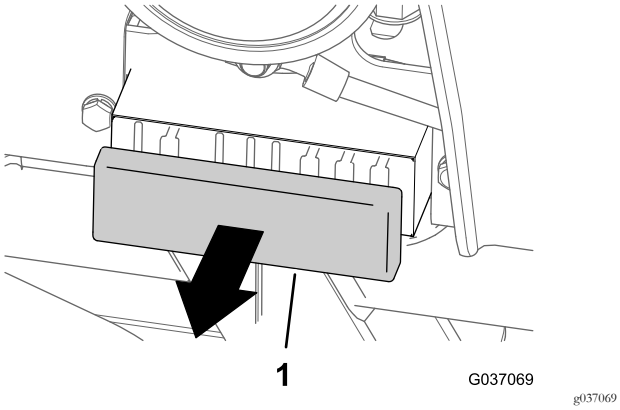

Figure 36
1. Retirez le couvercle du porte-fusibles (Figure 36).
3. Remettez le couvercle sur le porte-fusibles (Figure 36).